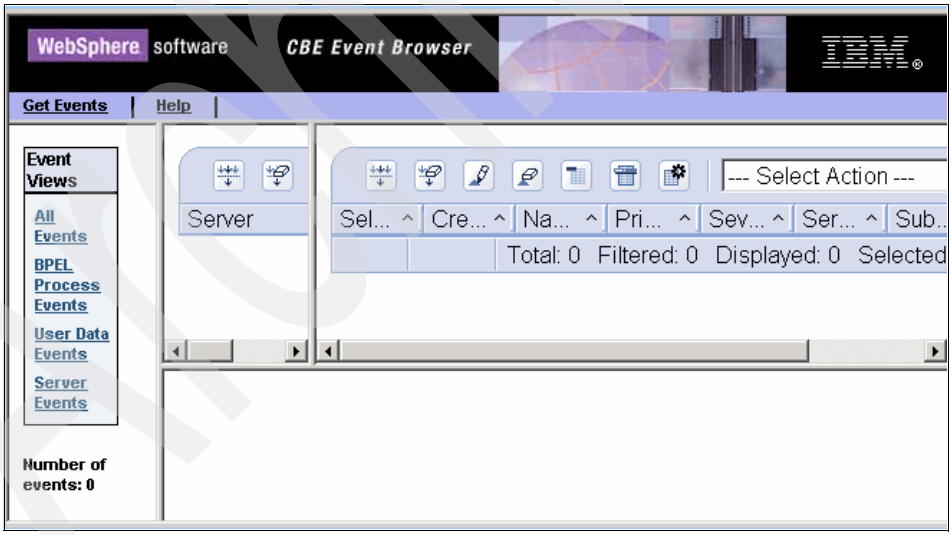

Figure B-21 The CBE Event Browser
2. Right-click the ***server*** and click **Launch** → **CBE Event Browser** (Figure B-21).